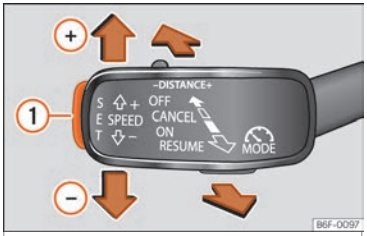

Fig. 151 On the left of the steering column: third lever for operating the GRA.
- Push button **SET** ››› Fig. 151 ①.
- Press the button **SET** ››› Fig. 151 (1) to reduce speed in small increments of 1 km/h (1 mph).